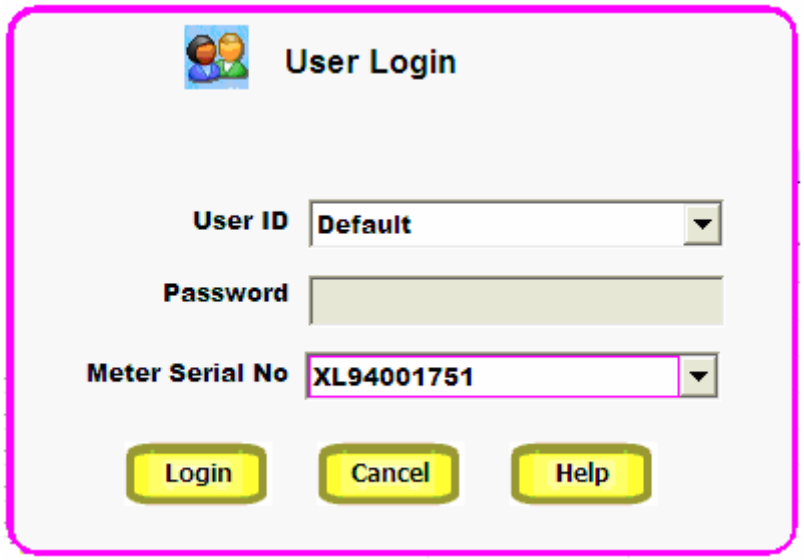

Figure 9 : User Login
6. Once the synchronization is completed, the **User Login** screen appears. (Figure 9) XLComm accepts all user IDs & passwords configured in the meter. The user IDs available in the meter are listed in the **User ID** drop-down box. You can proceed with the 'Default' user or select a specific user ID and enter password. Click **Login** button to proceed